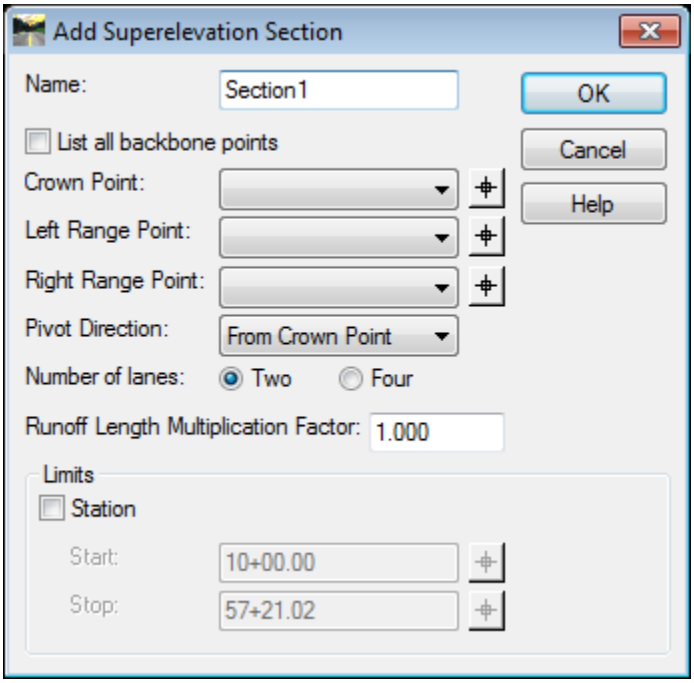

Figure L8-44 Add Superelevation Section
84.	**Open the Add Superelevation Section Dialog box.** • Click the **Add** button. The **Add Superelevation Section** dialog opens as shown in *Figure L8-44*.